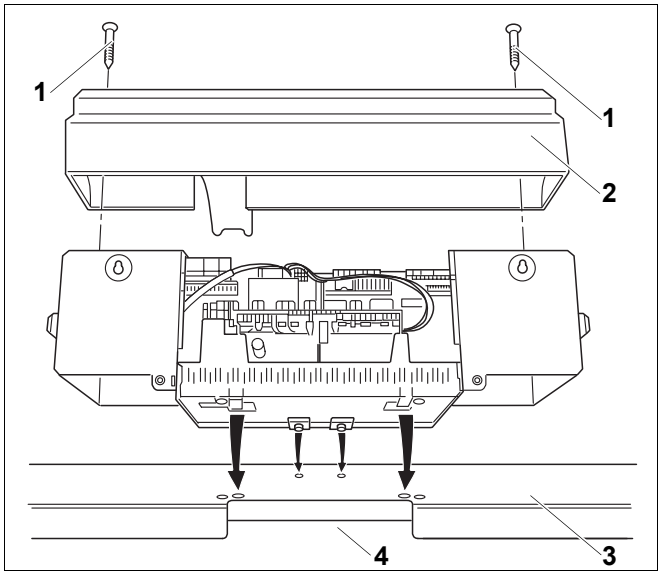

Rys. 62 Montaż sterownika
- Odkręcić obie śruby (rys. 62, **poz. 1**) pokrywy sterownika (rys. 62, **poz. 2**).
- Zdjąć do góry pokrywę sterownika (rys. 62, **poz. 2**).
- Odchylić sterownik lekko do przodu i tak go nałożyć, aby haki zaczepowe weszły do owalnych otworów z przodu pokrywy kotła. Przesunąć sterownik do przodu i odchylić do tyłu, aż oba elastyczne haki całkowicie wskoczą do otworów z prawej i lewej strony (strzałki, rys. 62).
- Przeciągnąć rurki kapilarne przez przelotkę kabla (rys. 62, **poz. 4**) i rozwinąć na potrzebną długość.
- Przykręcić sterownik z tyłu z prawej i z lewej strony w kanale kablowym (rys. 62, **poz. 4**) dwoma śrubami do przedniej pokrywy kotła.